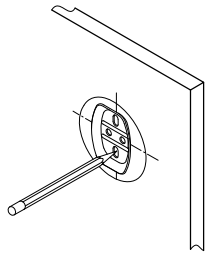
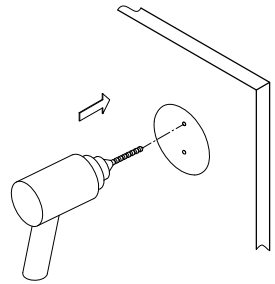

Fig. 2
Fig. 3
Step 2. Place the mounting plate in the center of the pencil outline you just made and mark the location of the mounting screws (Fig 2). Drill holes at the marked locations (Fig 3).